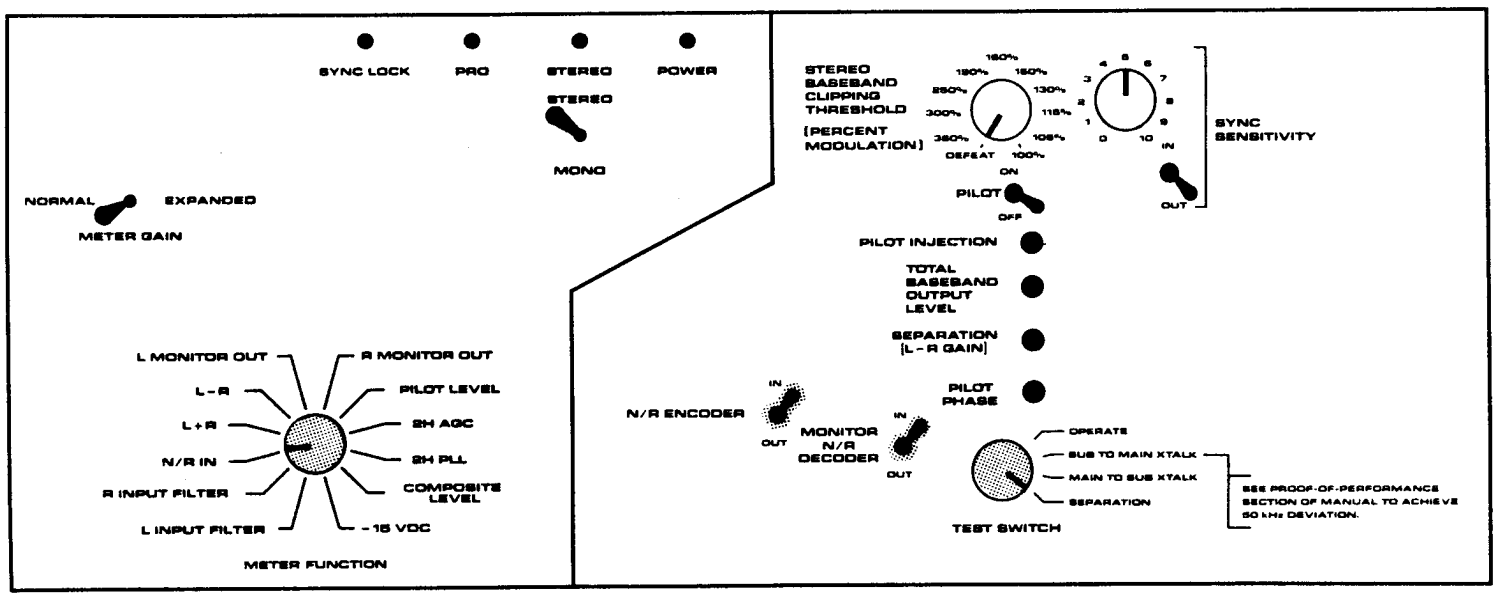

Figure 9: Control Settings for Step 15
a) Set controls as shown in Figure 9.